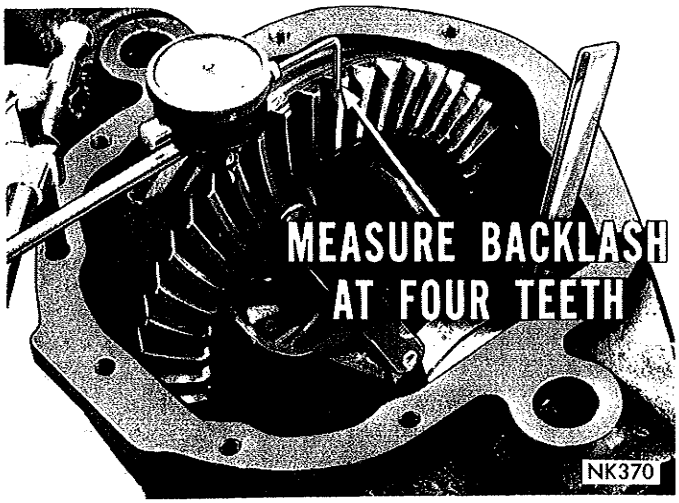

*Fig. 24—Finding Minimum Backlash*
(4) Rotate differential and ring gear assembly several times in both directions to seat bearings and cups and re-check feeler gauge drag.
(5) Install a spacer totaling the combined thickness of spacer and feeler gauge. This will provide zero end play.
(6) Measure drive gear backlash at 4 positions at approximately 90 degrees intervals (Fig. 24). Refer to "Differential Preload Spacer Chart" for selection of proper spacers to provide .004" to .007" backlash.
(7) Remove differential case and ring gear assembly from axle housing.
(8) With proper spacers selected for left and right sides of assembly as specified by "Differential Preload Spacer Chart", attach spreader Tool C-3721 with tool dowel pins seated in locating holes of axle housing. Tighten tool screw only finger tight at this time.
(9) Install pilot stud Tool C-3288 on left side of axle housing. Attach dial indicator and load indicator stem slightly against opposite side of axle housing